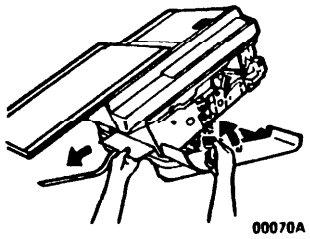

Рис. 11
4. (Рис. 11): поднять зеленую ручку закрепления; потянуть за ленту, чтобы снять защитный материал из зоны закрепления. Закрыть аппарат.